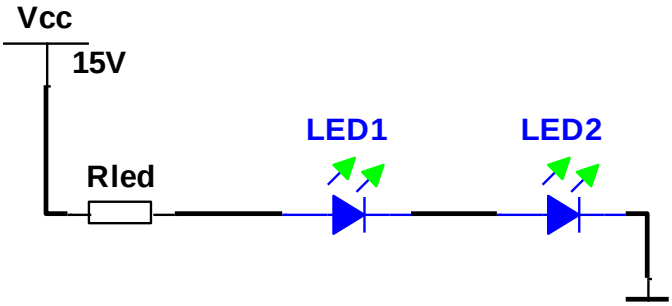

Figura 8.48 Polarizarea LED-urilor conectate în serie
b. În schema din **figura 8.48** se utilizează două LED-uri verzi cu U_{LED} **= 2,1 V** și I_{LED} **= 10 mA**. Dacă tensiunea de alimentare **Vcc = 15 V** calculați R_{LED}**.**